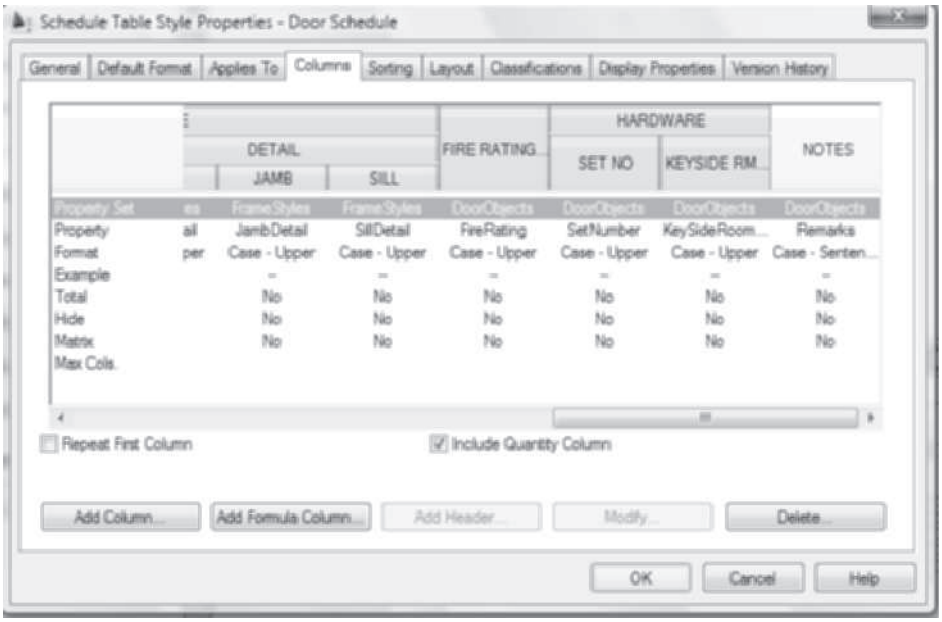

FIGURE 11.86 *Deleting columns from a schedule*
14. Select the schedule, and choose **Edit Style** from the General panel of the Schedule Table tab. Select the **Columns** tab and check **Include Quantity Column**. Referring to Figure 11.86, hold down CTRL and select the following headings: